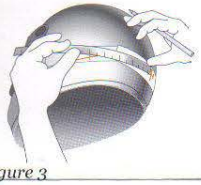

*figure 3*
2. Draw three horizontal lines on the tape 1.5" (40mm) up from the top edge of the rubber molding (figs. 2, 3.) Measure 6" (150mm) forward from the rear center line on each side of the helmet. Mark where this measurement intersects the horizontal line – this is where you will install the anchors (fig. 3.) Make sure you have two marks, each 6" (150mm) forward from the rear center line and 1.5" (40mm) up from the top edge of the helmet's rubber edge molding.